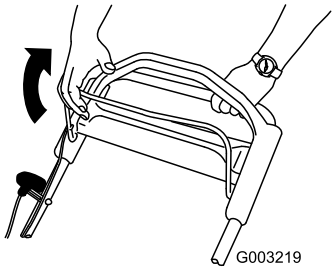

**Figuur 13**
1. Trek de bladcontrolebalk naar de handgreep toe(Figuur 13).